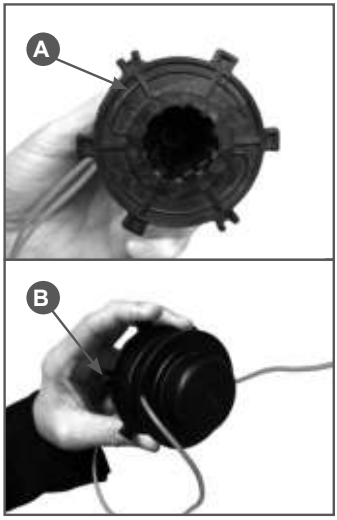

Рис. 18 Намотка корда
3. Намотайте корд плотно с натягом в пазы на катушке. Направление наматывания показано стрелками на катушке (Рис.18А). После намотки разрежьте корд и закрепите в разъемах на катушке (Рис.18В).